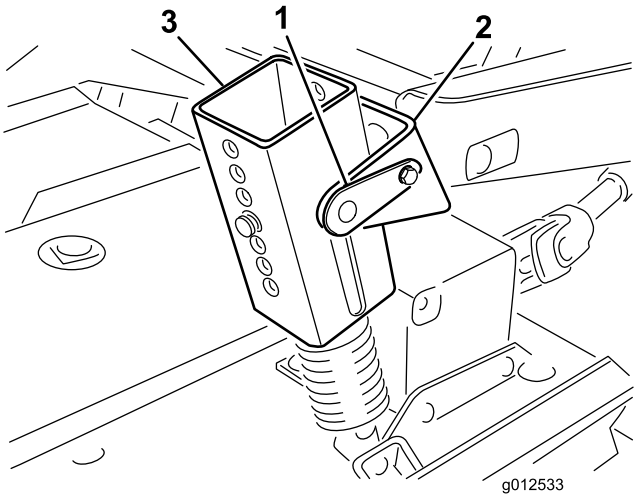

Figura 1
2. Solo sui trattorini serie 200, scollegate il contrappeso dal trattorino, togliete i perni di bloccaggio dalle staffe, separate i gruppi di tensione delle molle dalle staffe e posateli sul piatto (Figura 1).
3. Abbassate l'elemento di taglio, rimuovete i 4 perni dalle staffe dell'altezza di taglio (Figura 1).